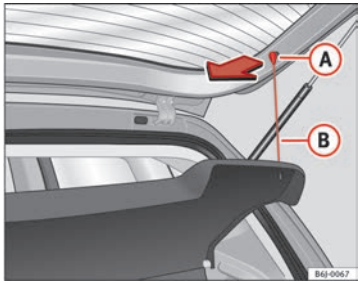

Fig. 90 Rear shelf
– Unhook the loops ⇒ Fig. 90 (B) from housings (A).